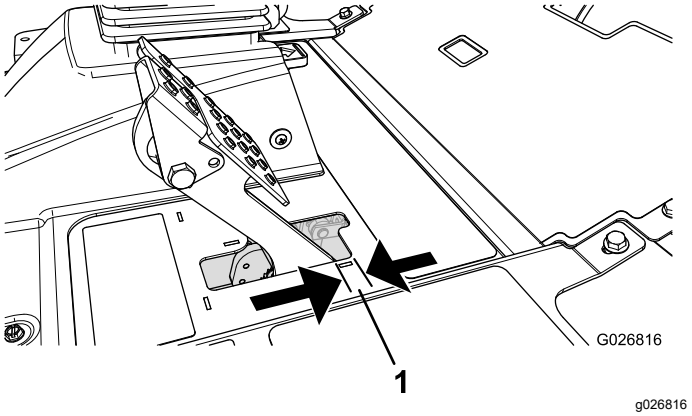

Rysunek 97
Wyreguluj hamulce, jeżeli występuje ponad 2,5 cm skoku jałowego pedału hamulca lub jeżeli wymagana jest większa siła działania (Rysunek 97). Skok jałowy to droga, jaką wykonuje pedał hamulca, zanim poczujesz opór hamowania.
2. Dokręć tylną nakrętkę, aby przesunąć przewód do tyłu, tak aby skok jałowy pedałów hamulca wynosił od 0,63 do 1,27 mm, zanim koła zostaną zablokowane (Rysunek 97).